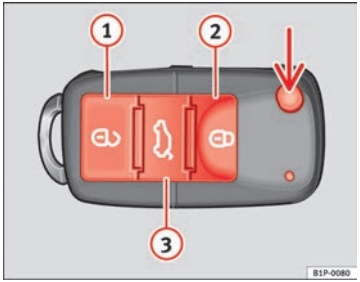

Fig. 45 Assignment of buttons on the remote control key
Using the button ⇒ Fig. 45 (arrow) on the control, the key blade is released.
Unlocking the vehicle 🔓 ⇒ Fig. 45 (1).
Locking the vehicle 🔒 ⇒ Fig. 45 (2).
Unlocking the rear lid. Press button ⇒ Fig. 45 (3) until all the turn signals on the vehicle flash briefly. When the unlocking button (3) is pressed, you have 2 minutes to open the door. Once this time has passed, it will lock again.
– Press the button (2) ⇒ Fig. 45 on the remote control.
– Press the button (1) ⇒ Fig. 45 on the remote control.